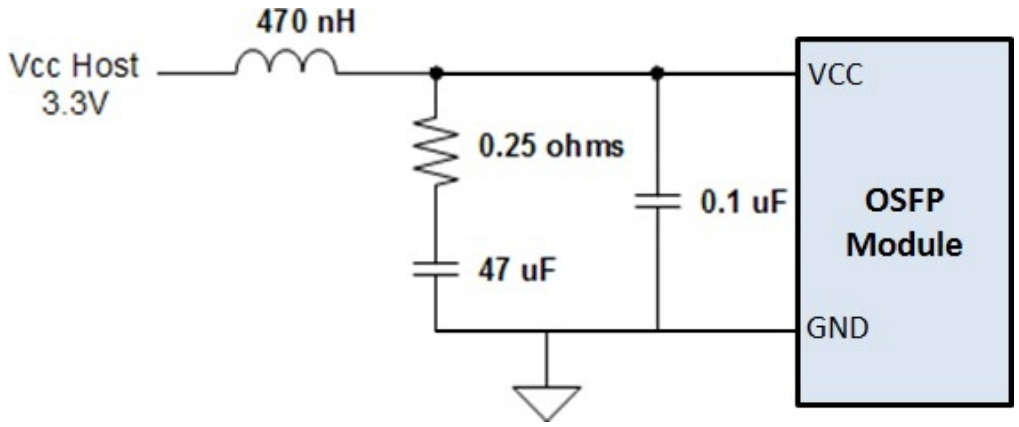

Figure 4. Recommended Power Supply Filter
10. Measured with conformance test signal for BER = 2.4×10^{-4}. A compliant receiver shall have stressed receiver sensitivity (OMA_{outer}), each lane values below the mask of Figure 4, for SECQ values between 0.9 and 3.4 dB.